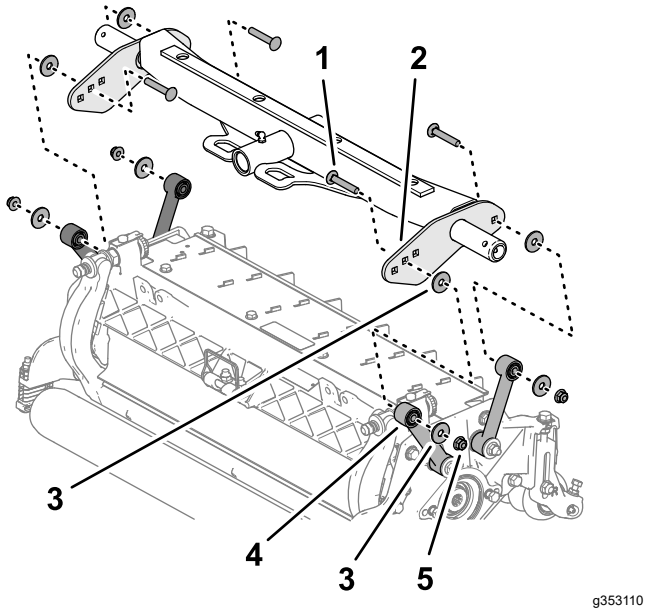

Figur 18
2. Placer en spændeskive ind mellem bærepladen og leddet (Figur 18), og monter pladerne og afstandsbøsningen løst med en bræddebolt (⅜" x 2¼"), spændeskive og flangelåsemøtrik (⅜").